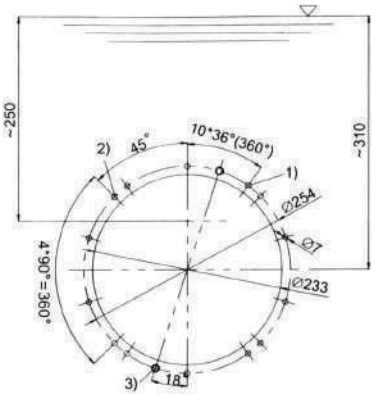

rys. 5.
A) Wywierć 16 otworów w ścianie basenu zgodnie z szablonem (rys. 5).